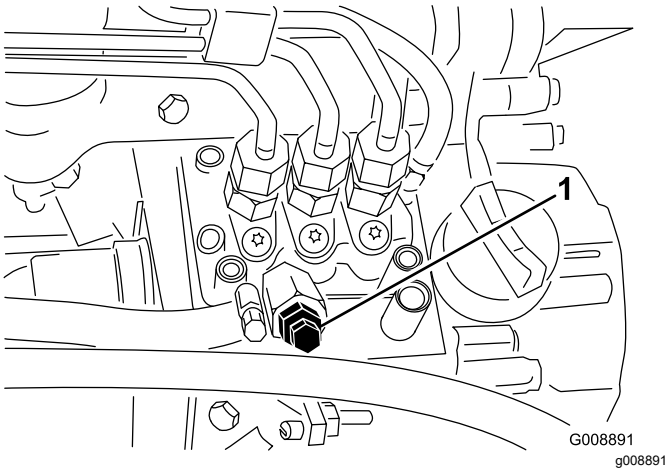

Figur 35
4. Åpne lufteskruen på pumpen for drivstoffinnsprøyting (Figur 35).